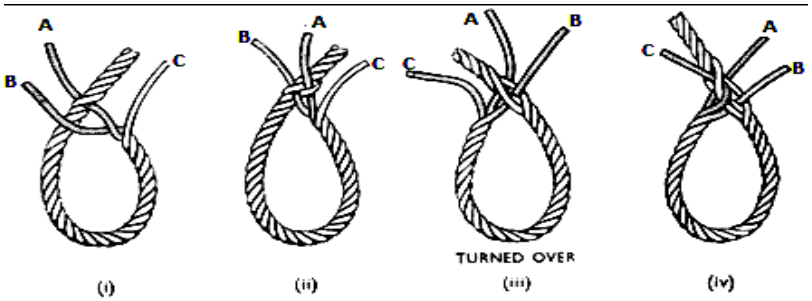

FIGURE 2 (5)
5.1 FIGURE 2 shows how to make a Eye Splice.